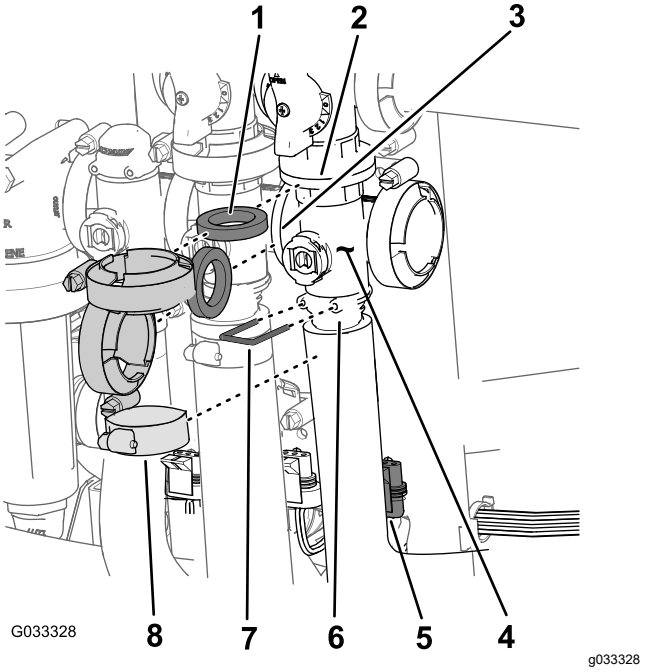

Figur 72
1. Ta bort klämmorna och packningarna som håller fast huvudsektionsventilens grenrör (Figur 72) vid huvudsektionens överströmningsventil, omrörningsventilen och huvudsektionens grenrörsventil (vid änden av flödesmätarens slang).
2. Ta bort hållaren som fäster utloppskopplingen vid huvudsektionsventilens grenrör (Figur 72).